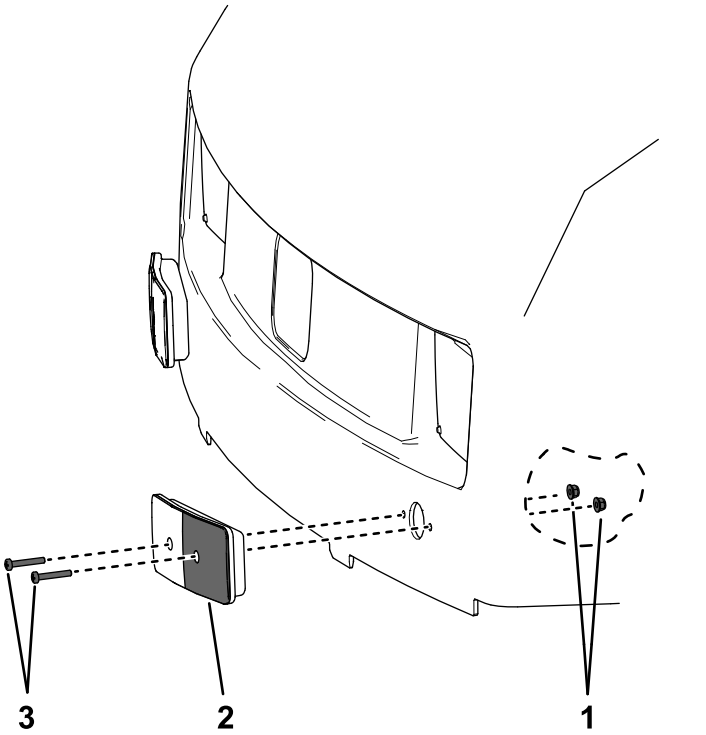

Figur 4
A. För in två Phillips-huvudskruvar genom ljuset och in i de yttre hålen på 6 mm i huven (Figur 4).
B. Fäst skruvarna med flänsmuttrarna (Figur 4).